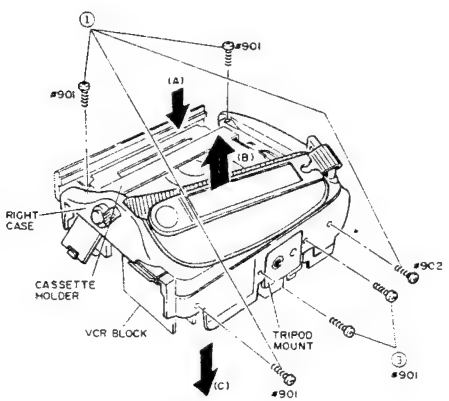

Fig. 2-27
1) Remove four (4) screws holding the right case. (See Fig. 2-27)
2) Remove the right case from the VTR block in the direction of arrow (B) while pushing the cassette holder in the direction of arrow (A).
3) Remove two (2) screws holding the tripod mount.
4) Remove the tripod mount from the right case in the direction of arrow (C).